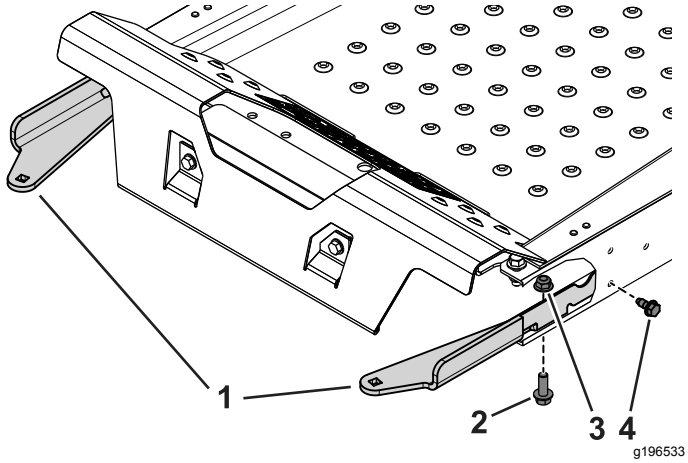

Figur 3
2. Använd de två självgängande skruvarna (5/16 x ¾ tum), de två skruvarna (⅜ x 1¼ tum) och flänsmuttrarna (⅜ tum) för att montera vänster och höger fäste för viktlådan på maskinen (Figur 3).